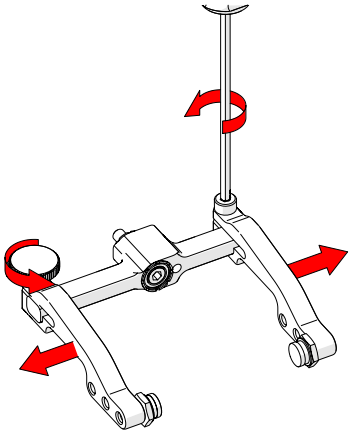

Fig. 131 - Remove probe holder arms
3. Loosen the probe holder arm adjustment knob and the arm clamp screw. Slide the probe holder arms off the yoke *(Fig. 131)*.